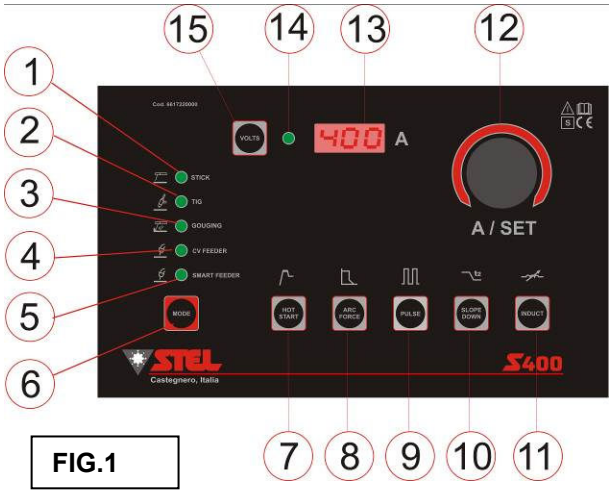

FIG.1
5) Premere il pulsante **MODE** (rif.6) fino a selezionare la modalità ELETTRODO, indicata dall'accensione del rispettivo LED (Fig1,rif.1);
6) Impostare la corrente di saldatura con l'encoder di regolazione A/SET (Fig1,rif.12);
Premendo il pulsante **Hot start** (Fig1,rif.7) appare nel display la scritta Hs e ruotando l'encoder A/SET (Fig1,rif.12) è possibile regolare il valore di Hot start.
Premendo il pulsante **Pulsazione** (Fig1,rif.9) appare nel display la scritta **Pul** e ruotando l'encoder **A/SET** (Fig1,rif.12) in senso orario o anti orario si attiva la pulsazione ON o si disattiva OFF.
2) Tener premuto il pulsante **MODE** (Fig1,rif.6) sul panello frontale della macchina per circa 4 secondi, rilasciare poi il pulsante; il led della modalità di saldatura lampeggia, (FUNZIONE V.R.D. INSERITA V out 18V). La modalità VRD rimane inserita anche dopo lo spegnimento e la riaccensione della macchina
5) Premere il pulsante **MODE** (Fig1,rif.6) fino a selezionare la modalità TIG, indicata dall'accensione del rispettivo **LED** (Fig1,rif.2);
7) Impostare la corrente di saldatura con l'encoder di regolazione **A** (Fig1,rif.12);
Premendo il pulsante **Slope Down** (Fig1,rif.10) appare nel display la scritta Sld e ruotando l'encoder **A/SET** (Fig1,rif.12) è possibile regolare il valore di slope down.
Premendo il pulsante **Pulsazione** (Fig1,rif.9) appare nel display la scritta **Pul** e ruotando l'encoder **A/SET** (Fig1,rif.12) in senso orario o anti orario si attiva la pulsazione ON o si disattiva OFF. La funzione attiva è segnalata con il lampeggio di due puntini nel display.
5. Premere il pulsante **MODE** (Fig1,rif.6) fino a selezionare la modalità GOUGING, indicata dall'accensione del rispettivo **LED** (Fig1,rif.3);